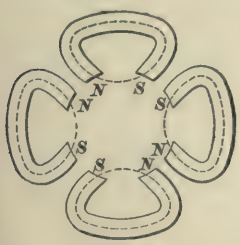
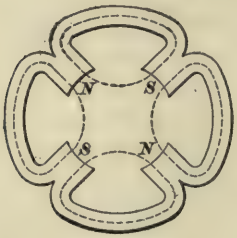
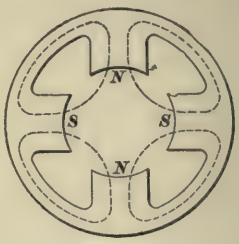

FIG. 9.
FIG. 10.
FIG. 11.
**22. Multiple Horseshoe Magnet.** Fig. 9 shows four horseshoe magnets so placed as to very nearly approach the magnetic circuit to be found on a
**23. Street-Car Motor Magnet.**—Fig. 10 shows a slight modification of Fig. 9, and is a nearer approach to Fig. 11,